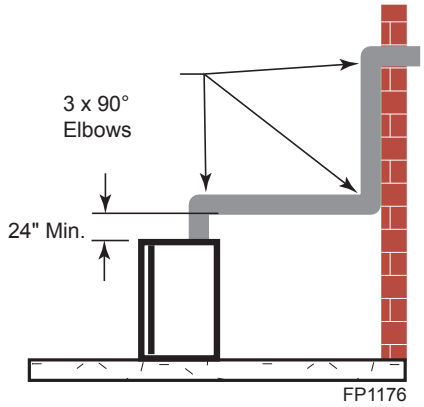
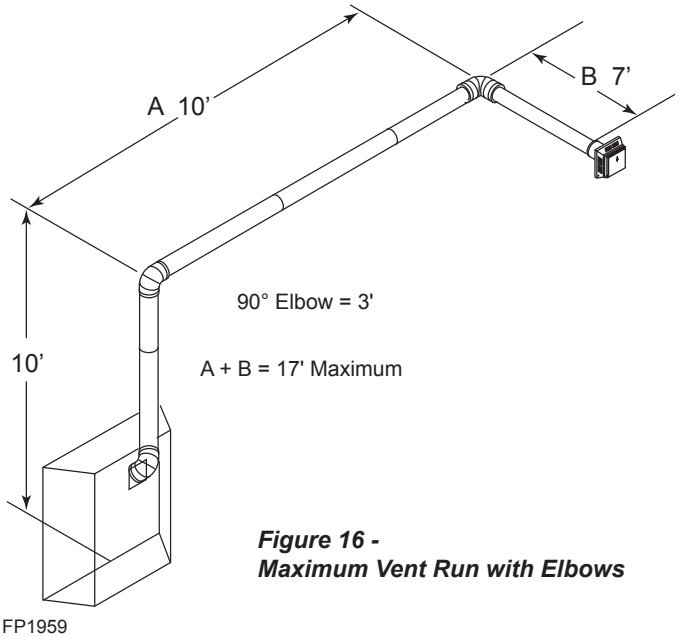

Figure 14 -
Figure 16 -
- The maximum number of 90° elbows per side wall installation is three (3). *Figure 14*
- If a 90° elbow is used in the horizontal vent run (level height maintained) the horizontal vent length is reduced by 36". *Figures 14 and 15.* This does not apply if the 90° elbows are used to increase or redirect a vertical rise. *Figure 16*
In *Figures 16 and 17* dimension A plus B must not be greater than 17' (5.2 m).